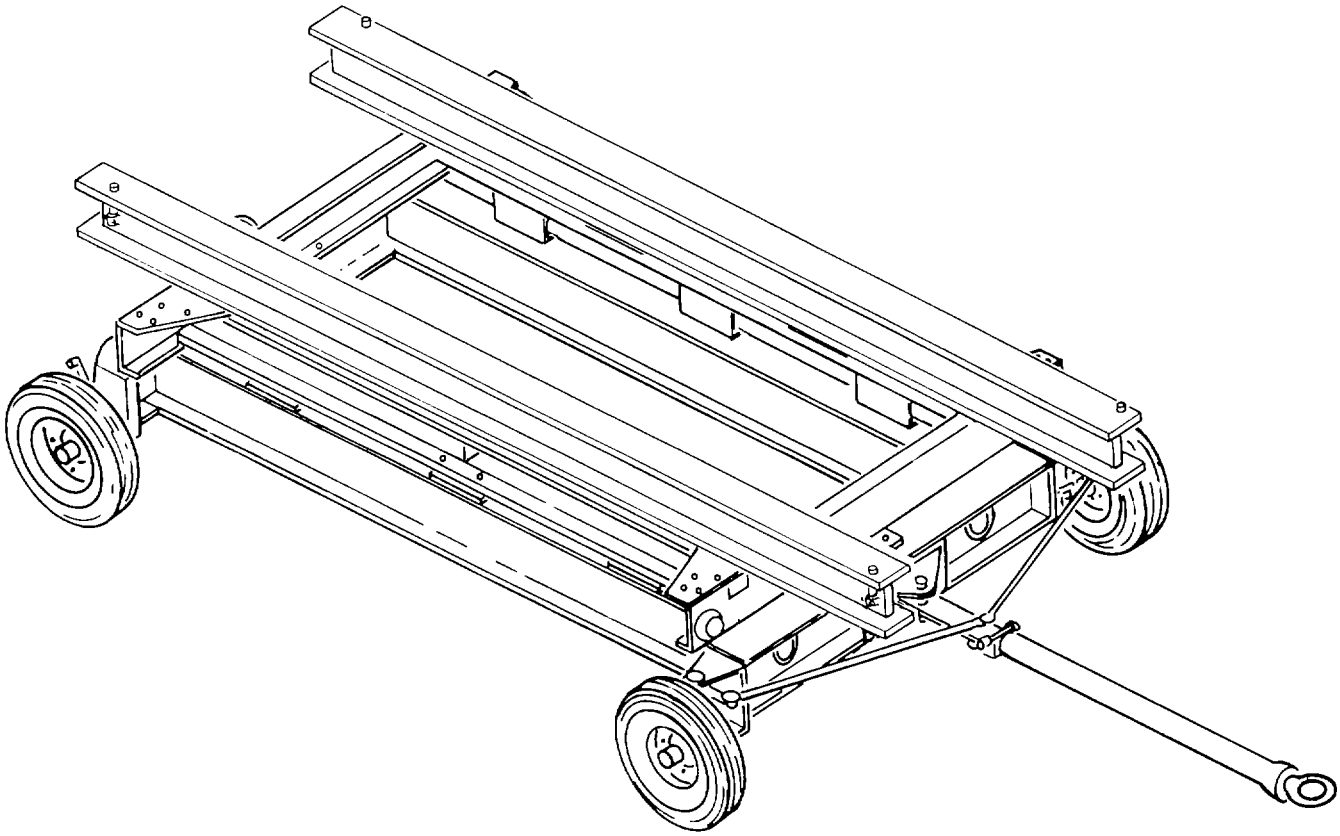

Figure 9-12. Engine Trailer
(7) Maintenance. Consult the applicable maintenance manual for preventive and scheduled maintenance requirements.
e. Engine Trailer. The engine trailer, shown in figure 9-12, is a 4-wheeled, towable trailer with two rails mounted on it. Various engines can be loaded on and transported by using different adapters.
(1) Purpose. The engine trailer transports engine for and during engine maintenance. It can be loaded and unloaded by sliding the load to or from another trailer, can also be towed together with other trailers.
(2) Rail trailer airmobile. The tiedown rings on the engine trailer make it suitable for air transportation with an engine loaded on it. The 2,500 pound load capacity allows the majority of Army aircraft engines to be transported .